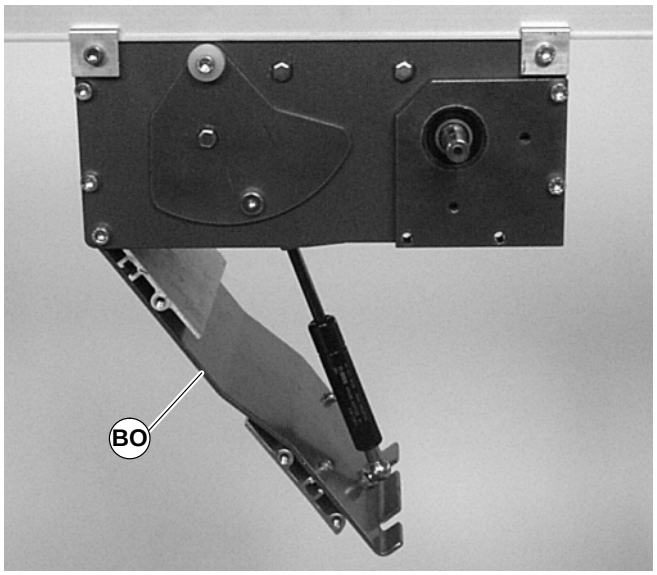

Abbildung 34
9. Den Spannboden des Antriebsmoduls sorgfältig schließen (BO siehe Abbildung 34). Siehe **WARNHINWEIS**.